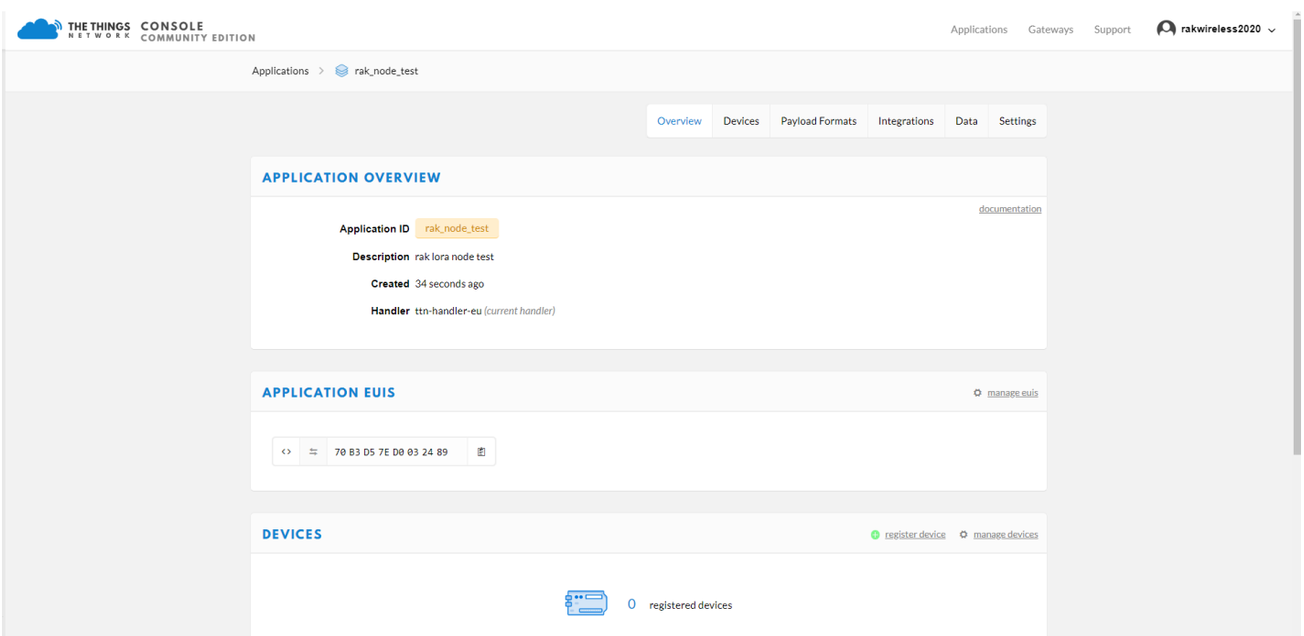

Figure 11: Application Overview
5. To finish, click on the "**Add application**" button and a page similar to **Figure 11** will appear.